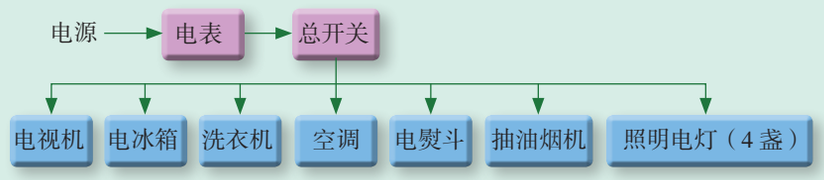
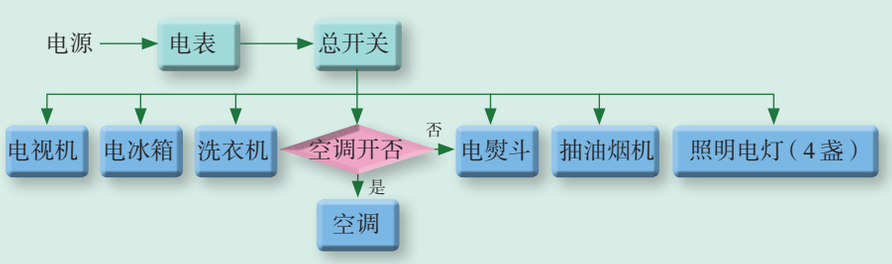

图 3.12　家庭电路系统的设计（方案 1）
图 3.13　家庭电路系统的设计（方案 2）
1.若该家庭的电表为15 A，它允许的最大电功率$P=UI$=220×15=3300（W），因此总电功率为2360W的家用电器完全能够安全使用。可采取如图3.12所示的电路系统设计。
2.若该家庭的电表为10 A，它允许的最大电功率为$P=UI$=220×10=2200（W）。总电功率为2360 W的家用电器超出了允许的最大电功率，如果仍按照图3.12设计，用电器将无法同时工作。要解决该问题，这里先研究一下各用电器的功率，不难发现其中有两个用电器功率较大，分别是空调（1400 W）和电熨斗（300 W）。家用电熨斗并不需要经常使用，家用空调主要是在夏季工作，如果将这两个用电器的使用时间错开，则家用电器的总电功率低于允许的最大电功率（2200 W）。为实现这一功能，电路系统中需要增加一个双向开关进行控制。改进后的电路系统设计方案如图3.13所示。